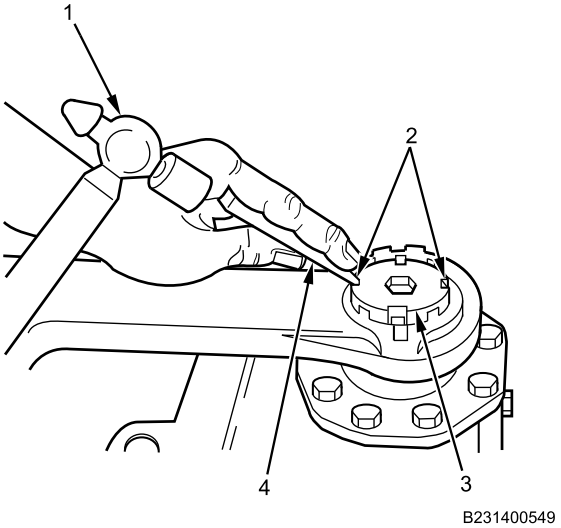

Figure 15. Bending Retaining Tabs.
13. Use hammer (Figure 15, Item 1) and 3/8-inch punch (Figure 15, Item 4) to lock two retaining tabs (Figure 15, Item 2) into retainer (Figure 15, Item 3).